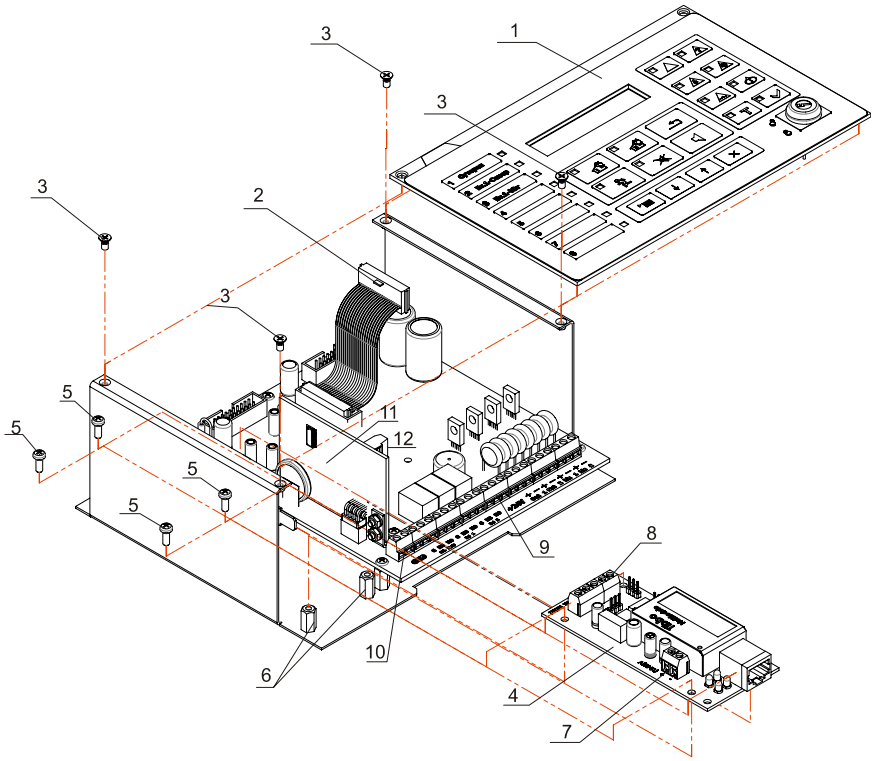

Fig.5
2.2.1.3.Dismount the front site of the panel (pos.1, fig.5) by unscrewing the four screws (pos.3, fig.5).
2.2.1.4. Release the coupling of the ribbon cable (see position 2, Fig.5) from the front panel.
2.2.1.5. Use screws (pos.5, fig.5), to mount the LAN module (pos.4, fig.5) on the 4 remote sleeves (pos.6, fig.5).
2.2.1.6. Join the power supply of the module (pos.7, fig.5) to terminals ‘’+24V’’ and ‘’GND’’ (pos9, pos.10, fig.5) of the Control Panel.
2.2.1.7. On two-wire line connect terminals A and B, the LAN module (pos.8, fig.5), with terminals A and B of Module RS232/485 (pos.11, Fig.5) of the Control Panel.